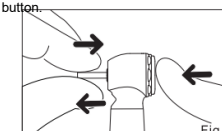

Fig.4
4) To remove the bur , depress the push button firmly and remove the bur (Fig 4).